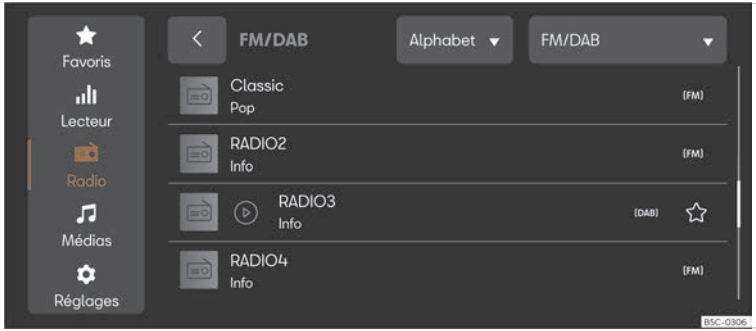

Fig. 178 Représentation schématique : Vue Radio.
- Appuyez sur **MENU** > ⊙ > ▭ ››› **fig. 178**.